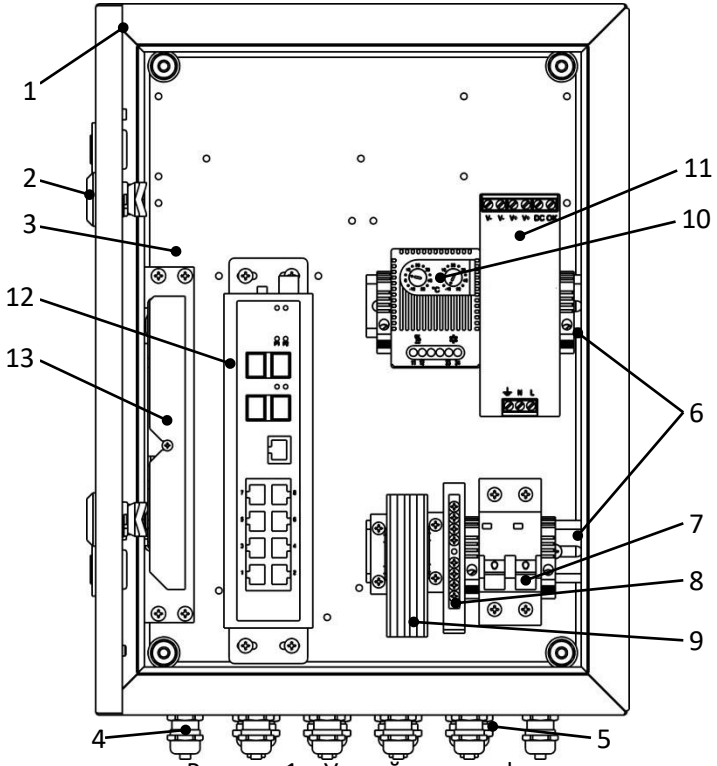

Рисунок 1 – Устройство шкафа
Шкаф представляет собой сварную конструкцию, состоящую из корпуса и дверцы оклеенной уплотнителем, корпус и дверца утеплены изолоном фольгированным. Внутри корпуса на монтажной панели установлено оборудование (см. раздел 2 и рисунок 1), обеспечивающее работу IP-устройств (до 8 шт.) с питанием по PoE, передачу данных по оптическому кабелю, а также обогреватель с термостатом.
2. Комплектация (см. рисунок 1)